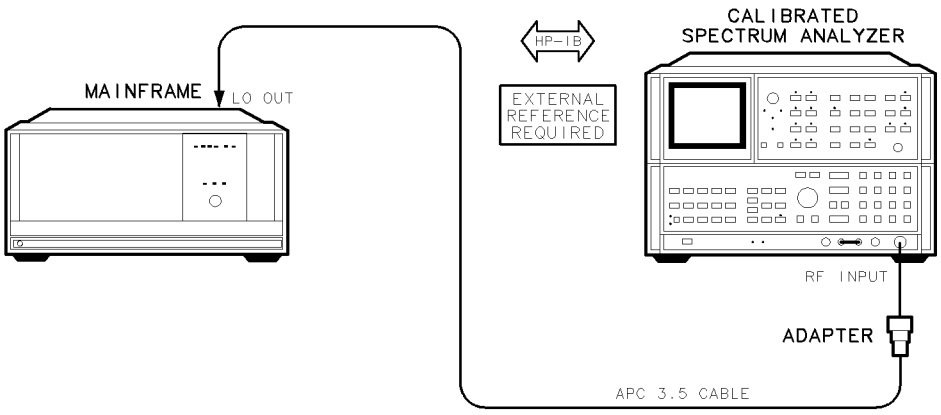

Figure 7-5. LO Output Spurious Response Test Setup
1. Connect the HP 8566B spectrum analyzer's RF INPUT, with the external reference, to the DUT's rear panel LO jack using the adapter, as shown in Figure 7-5.